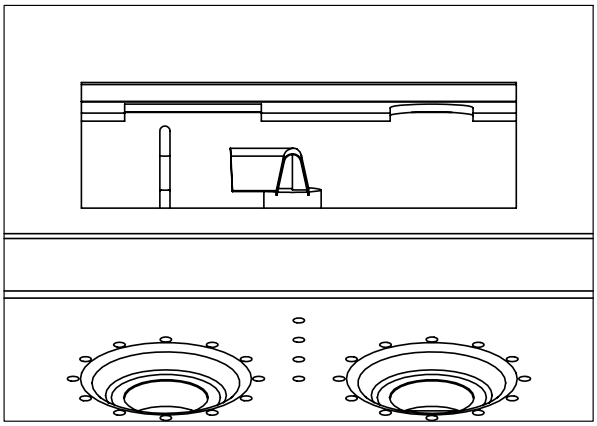

Figure 25: Pilot Orientation
4. Convert the existing pilot orifice with the one provided in this kit (see Figure 23) using a 7/16 inch wrench. Fully unthread and remove the pilot head and replace the orifice insert. Retighten pilot, if head does not reach proper orientation in the snug position then contact your Enviro dealer (see Figure 25).